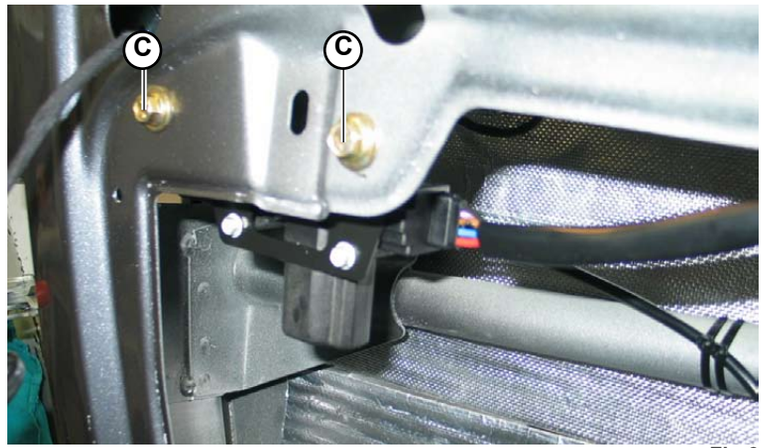

Fig.6
3. Unscrew the 2 screws (**C-Fig.6**) securing the actuator to the door.